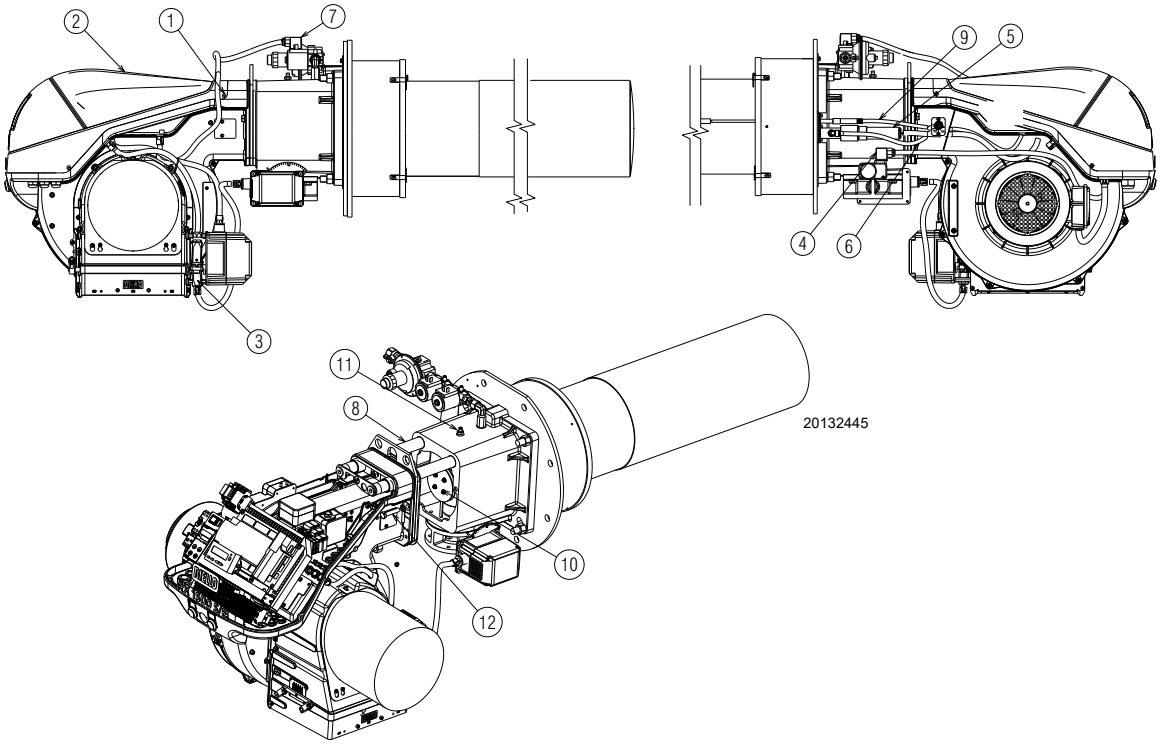

Fig. 40
- ➤ Loosen the 4 screws 1)(Fig. 40) and remove the cover 2);